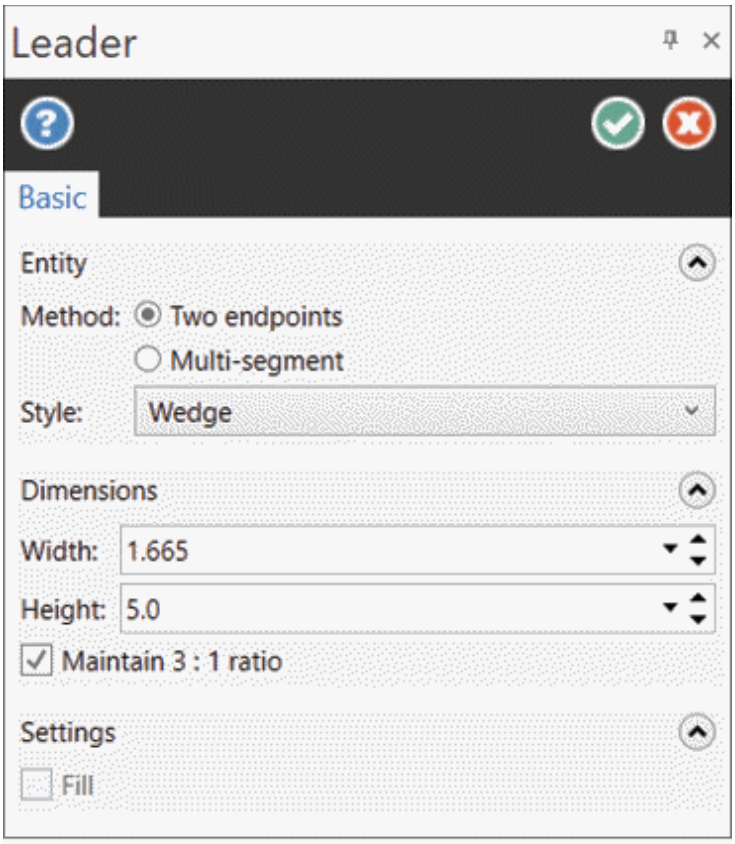

Figure-31. Leader Manager
- Click on the **Leader** tool from the **Annotate** group in the **Drafting** tab of the **Ribbon**. The **Leader Manager** will be displayed; refer to Figure-31.